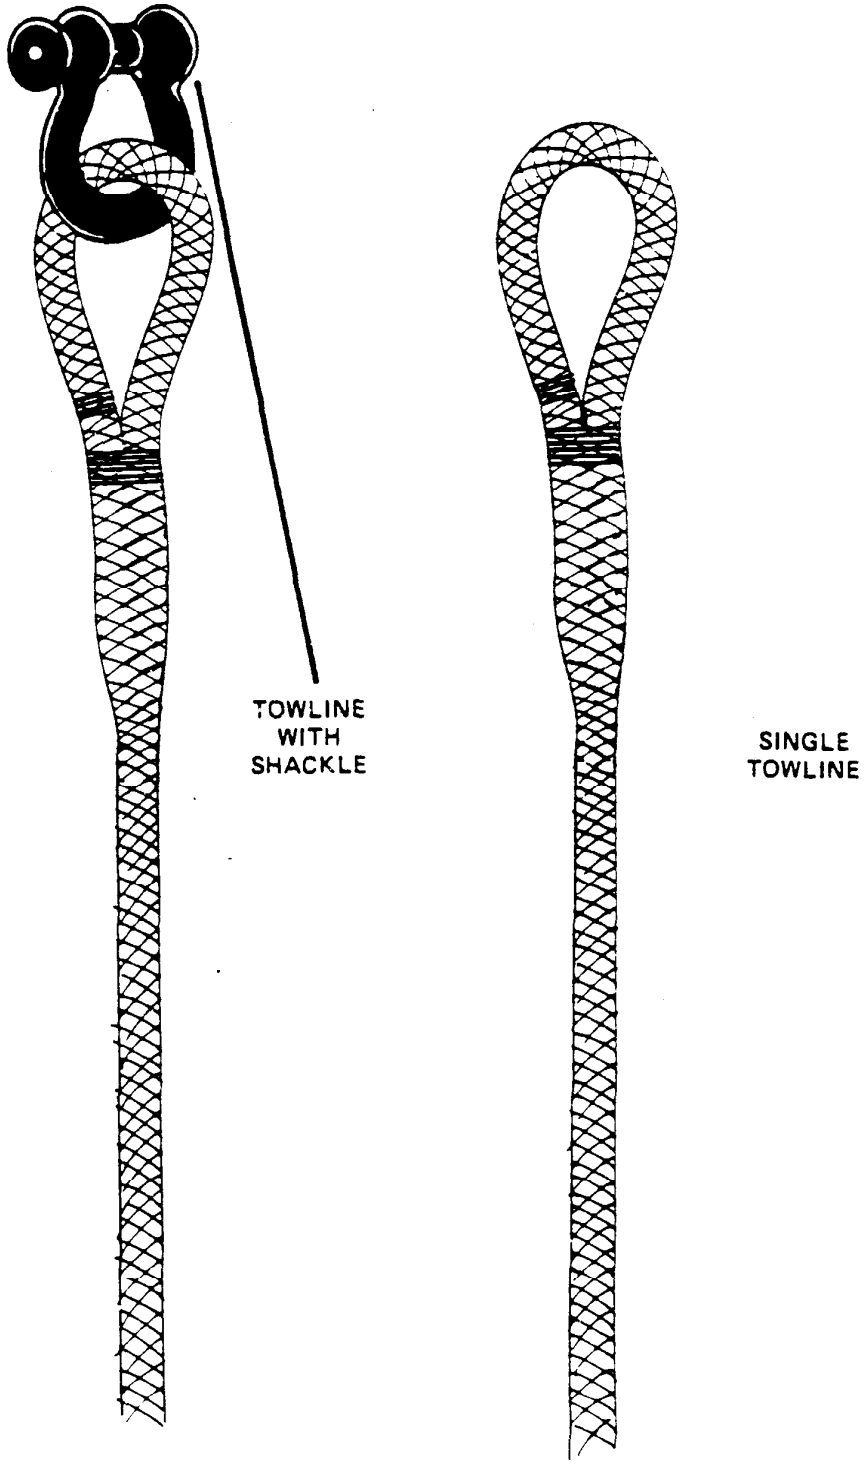

Figure 12-12 Towline With and Without Shackle
7. **Towing Hardware.** The towline must be attached both to your boat and to the boat in tow. On your boat the towing bitt as well as various cleats and bitts are used to secure it. On the boat in tow the towline may be secured to similar deck fittings or to the trailer eyebolt. The towline may be attached to the towed boat by either a shackle or a kicker hook. A more detailed explanation of this hardware will be deferred to Section D where the procedures for using it will be discussed simultaneously. (See Figures 12-12 and 12-21).